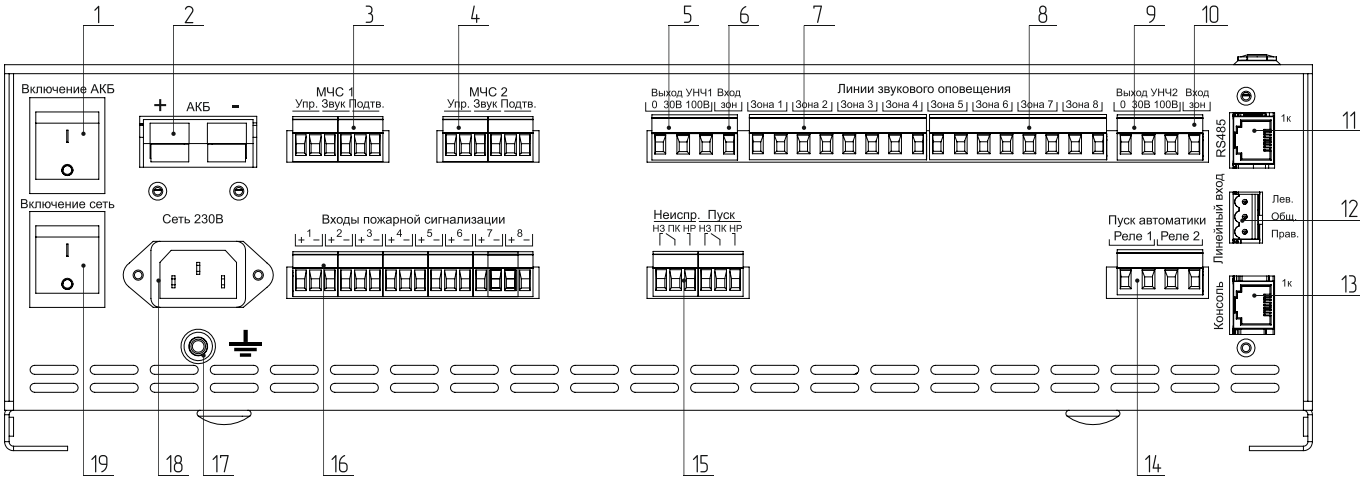

Рисунок 2 – Прибор управления «Тромбон ПУ-8К», вид со стороны задней панели.
Прибор «Тромбон ПУ-8К» имеет 8 входов пожарной сигнализации (Рисунок 2, поз. 16) для подключения к выходам ППКП (Прибора Приёмного Контрольного Пожарного). Выходы ППКП могут быть релейным или типа «открытый коллектор».
5.5.2 Цифровое подключение к сопряжённой комплексной системе безопасности через последовательный порт «RS485» (Рисунок 2; поз. 11). Подключение выполняется кабелем «Витая пара». Назначение контактов последовательного порта «RS485» приведено в Приложении 3.
Прибор имеет два специальных входа «МЧС 1» и «МЧС 2» (Рисунок 2, поз. 3, 4). Входы предназначены для стыковки с блоком централизованного запуска системы оповещения МЧС (БЦЗ системы П-166 или аналогичными). Входы выполнены в виде 6-контактного разъёма. Контакты «Упр.» данного разъёма – это логический вход управления прибором (реагирующий на замыкание контактов), контакты «Звук» - вход звукового сигнала с уровнем 0 дБ (0,775 В) от БЦЗ МЧС.
Для подключения удалённых консолей предназначен специальный порт «Консоль» (Рисунок 2, поз. 13). Порт выполнен в виде 8-контактного разъёма типа RJ45. К нему можно подключать до 8-и адресных удалённых консолей типа «Тромбон УК».
а) Разъём «Линейный вход» (Рисунок 2, поз. 12) предназначен для подключения к прибору источника звукового вещания и музыкальных программ. Вход стереофонический, используется только в режиме звукового вещания. Максимальное входное напряжение сигнала на данном входе – 250 мВ.
а) Для подключения линий звукового оповещения предназначены два 8-и контактных разъёма «Линии звукового оповещения» (Рисунок 2; поз. 7, 8). Всего прибор имеет выходы для подключения восьми линий связи со звуковыми оповещателями с обеспечением контроля исправности. Контроль исправности может быть отключён программно. Схема подключения линий звукового оповещения к прибору «Тромбон ПУ-8К» приведена в Приложении 6.
в) Для выбора напряжения в линии оповещения зон 1, 2, 3 и 4 необходимо установить перемычку между контактом «30В или «100В» (Рисунок 2; поз. 5) разъёма «Выход УНЧ1» и контактом «Вход зон» (Рисунок 2; поз. 6.). Аналогично, для зон 5, 6, 7 и 8 выбор напряжения выполняется перемычкой между требуемым контактом «Выход УНЧ2» (Рисунок 2; поз. 9) и «Вход зон» (Рисунок 2; поз. 10).
5.10 Разъём «Пуск автоматики» (Рисунок 2; поз. 14) предназначен для управления такими средствами пожарной автоматики, как световые знаки безопасности, эвакуационное освещение и замки эвакуационных выходов. Для управления этими средствами на разъем выведены нормально разомкнутые контакты двух реле. Контакты реле замыкаются при переходе прибора в режим «Тревога». Схема подключения дополнительного оборудования к разъёму «Пуск автоматики» прибора «Тромбон ПУ-8К» приведена в Приложении 7.
5.11 Разъём «Неиспр. Пуск» – вывод обобщённых сигналов «Неисправность» и «Пуск» (Рисунок 2; поз. 15). На данный разъем выведены контакты двух реле. Контакты реле «Авария» замкнуты у выключенного прибора или при обнаружении в системе оповещения неисправностей. Контакты реле «Пуск» замыкаются в режимах «Тревога», «Экстренный запуск» или «Трансляция МЧС».
5.12 Разъём «Сеть 230В» (Рисунок 2; поз. 18) предназначен для подключения прибора к сети питания переменного тока «230 В/50 Гц».
5.13 Разъём «АКБ» (Рисунок 2; поз. 2) предназначен для подключения к прибору источника резервного питания номинальным напряжением 24 В.